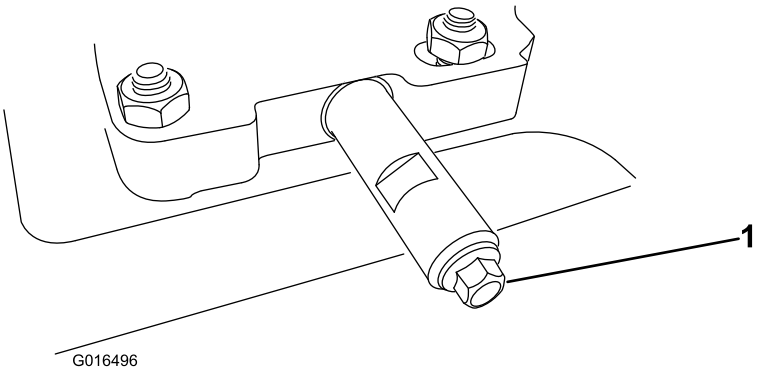

Figur 47
1. Rengør området omkring olieaftapningsdækslet (Figur 47).